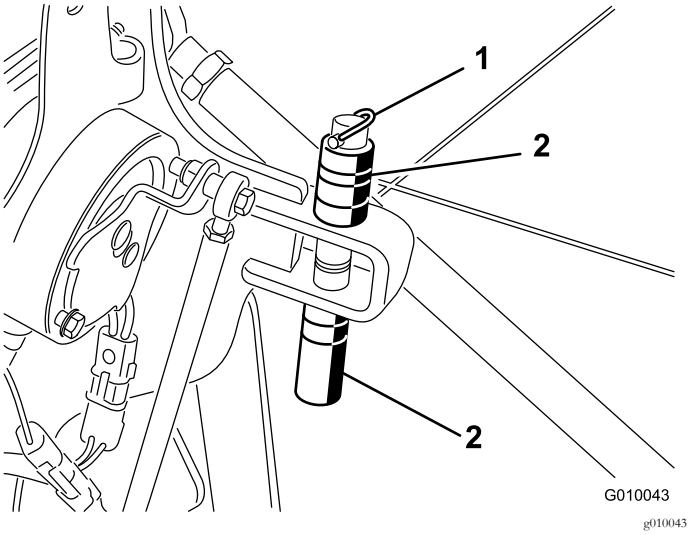

Figuur 28
2. Verwijder de lynchpen waarmee de afstandsstukken en dieptepennen zijn vastgezet (Figuur 28).